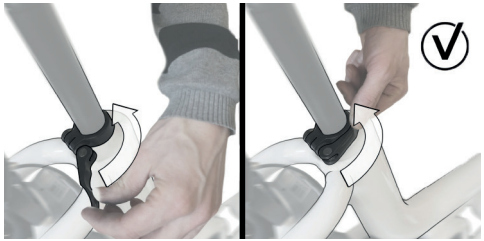

Abbildung 8 : Schließen des Schnellspanners der Sattelstütze
3. Schließen Sie den Schnellspanner der Sattelstütze vollständig, indem Sie ihn gegen die Sattelstützenklemme drücken (siehe Abbildung 8).